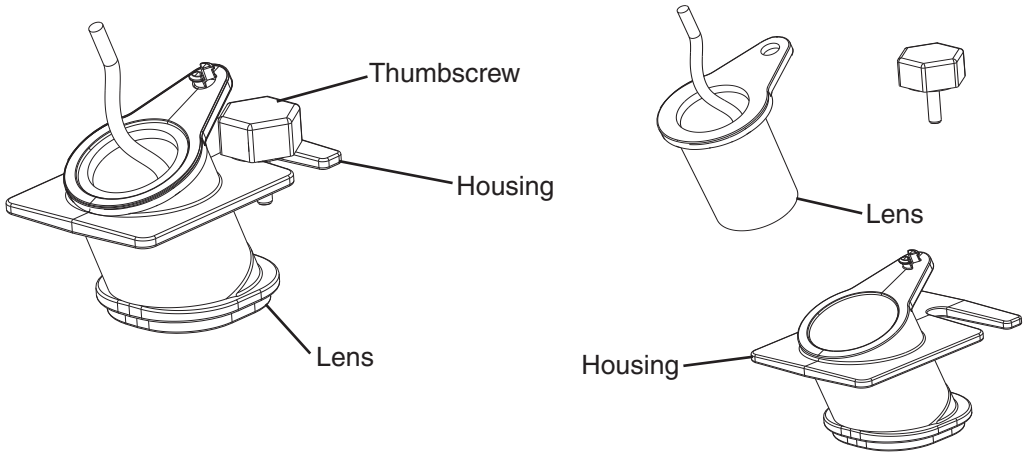

Fig. 3
3) Confirm that BC1 is connected to CB K10 connector. Wipe down BC1 lens with a warm, clean, damp cloth. If the bottom of the icemaker is not accessible in your application, remove the thumbscrew securing the BC1 housing, then remove the housing from the base. See Fig. 3.
7) CB "GM" and "COMP" LEDs are on. Use an object to cover BC1 lens at the bottom of the icemaker. If the bottom of the icemaker is not accessible in your application, remove the thumbscrew securing BC1 housing, remove the housing from the base, then cover BC1 lens. See Fig. 3. The CB BC1 "BIN FULL" orange LED on turns on. After the orange LED turns on, BC1 shutdown delay timer starts. See "III.B.11.b) BC1 (Ultrasonic Sensor) Shutdown Delay (S2 dip switch 1, 2, 3)." Comp (LLV/SLV on MLKZ model) should de-energize immediately after the shutdown delay timer terminates. 5 min. later, GM and FM/FMR should de-energize.